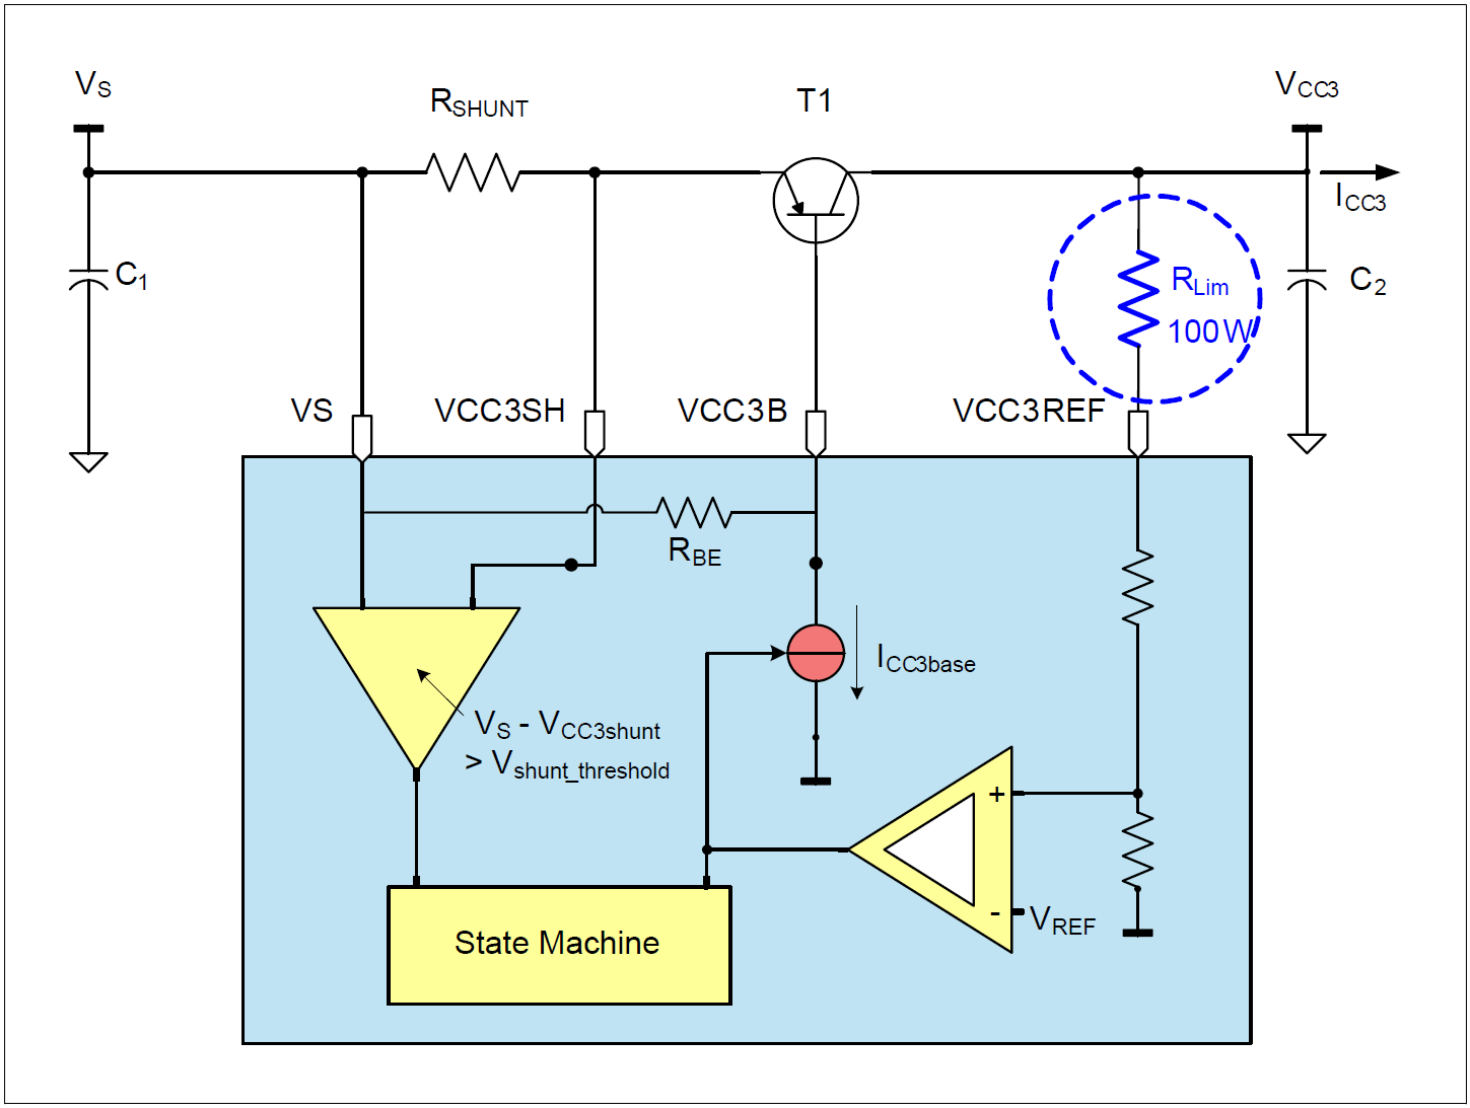

图 24　　当 VCC3 配置为用于外部电源的独立稳压器时，如何保护 VCC3 免受感性短路的影响
3. *如果VCC3 输出电压为外部板外负载供电，则应用必须考虑由电缆电感和负载上的去耦电容器构建的串联共振电路。必须提供足够的阻尼（例如，PNP 集电极和VCC3REF 之间有一个100 Ω 电阻器，集电极上有10 µF 电容器- 另请参见图 24）。*